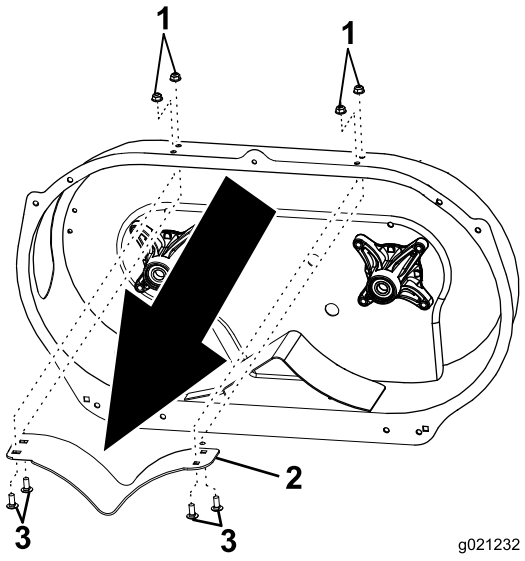

Figure 1
7. Remove and retain the flow control baffle from the front of the deck (Figure 1) and hardware.